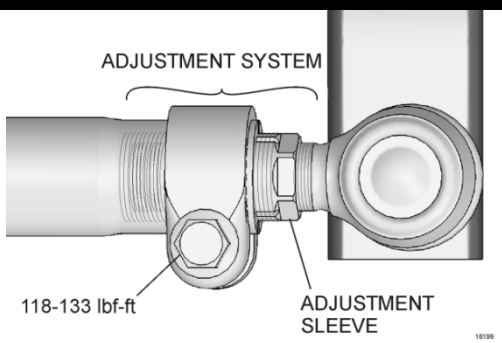

FIGURE 6
9. To prevent interference between the ball joint clamp bolts and other components of the steering system, the clamp bolt must be positioned vertically as shown on FIGURE 6. **Tighten the clamp nut to 118-133 lbf-ft**.